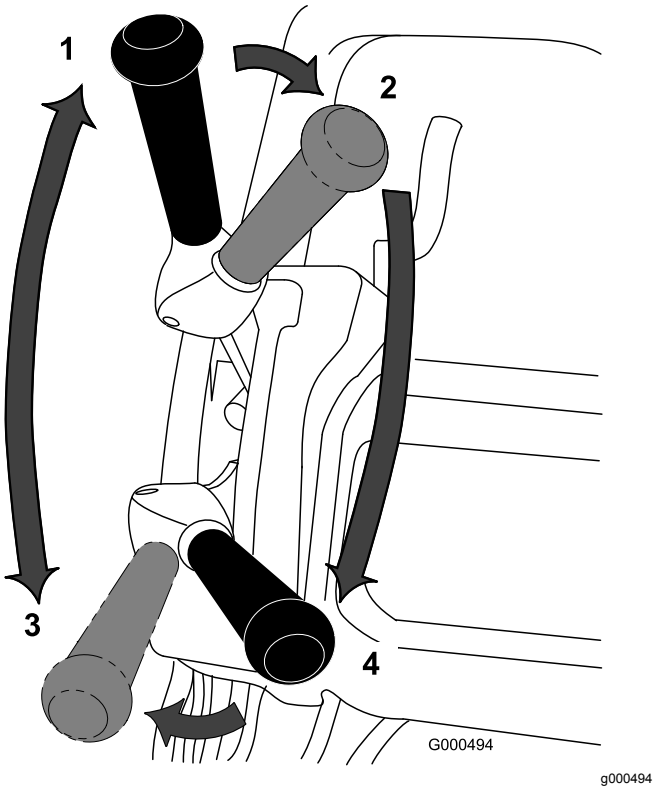

**Rysunek 38**
1. Uruchom silnik, ustaw przepustnicę na zredukowaną prędkość, pchnij uchwyt w dół w celu uniesienia zespołu tnącego, naciśnij element sterujący obecności operatora, przesuń dźwignię napędu jezdnego i napędu wirnika w położenie DO PRZODU (transportowe) i przejedź kosiarką na obszar wokół terenu zielonego (Rysunek 38).
2. Przestaw dźwignię w położenie NEUTRALNE (Rysunek 38).
3. Ustaw dźwignię napędu jezdnego w położeniu NEUTRALNYM, a dźwignię napędu wirnika - w pozycji ODŁĄCZONEJ (Rysunek 38).
4. Przesuń dźwignię napędu jezdnego w położenie DO PRZODU i dźwignię napędu wirnika - do pozycji ZAŁĄCZENIA (Rysunek 38), zwiększ prędkość przepustnicy do momentu, gdy kosiarka będzie jechała z pożądaną prędkością, wjedź kosiarką na obszar zieleni, opuść jednostkę tnącą na podłoże i rozpocznij koszenie.